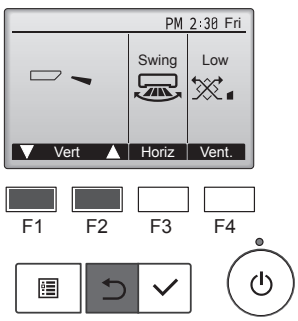

Abb. 7-4
② Drücken Sie die [AUSWAHL]-Taste, um den Vane-Bedienbildschirm aufzurufen, und prüfen Sie dann mit Tasten [F1] und [F2] die automatische Flügelbewegung. (Abb. 7-4)